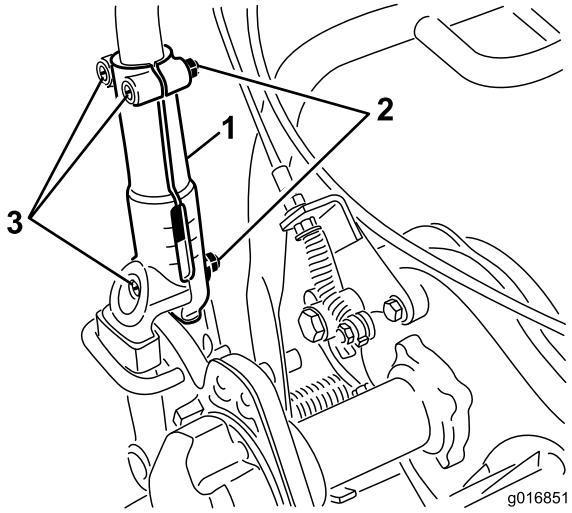

Figura 23
1. Afloje los 3 pernos de cuello cuadrado y las tuercas que sujetan ambos lados del manillar a las abrazaderas (Figura 23).